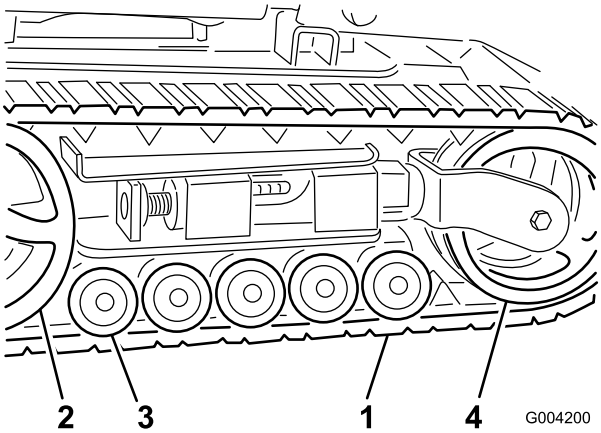

Figuur 43
**Belangrijk: Zorg ervoor dat u de wegwielen, het spanwiel en de kettingwielaandrijving grondig reinigt (Figuur 43). De wegwielen moeten vrij kunnen draaien als deze schoon zijn.**